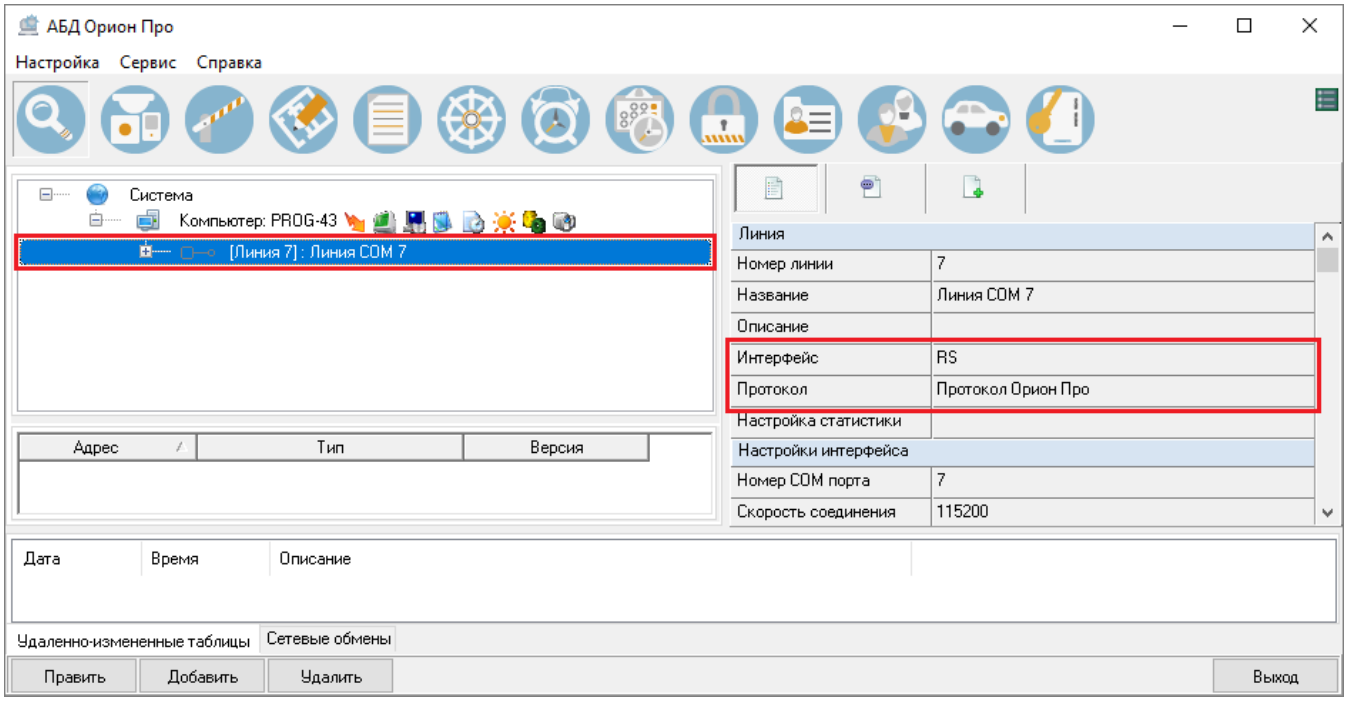
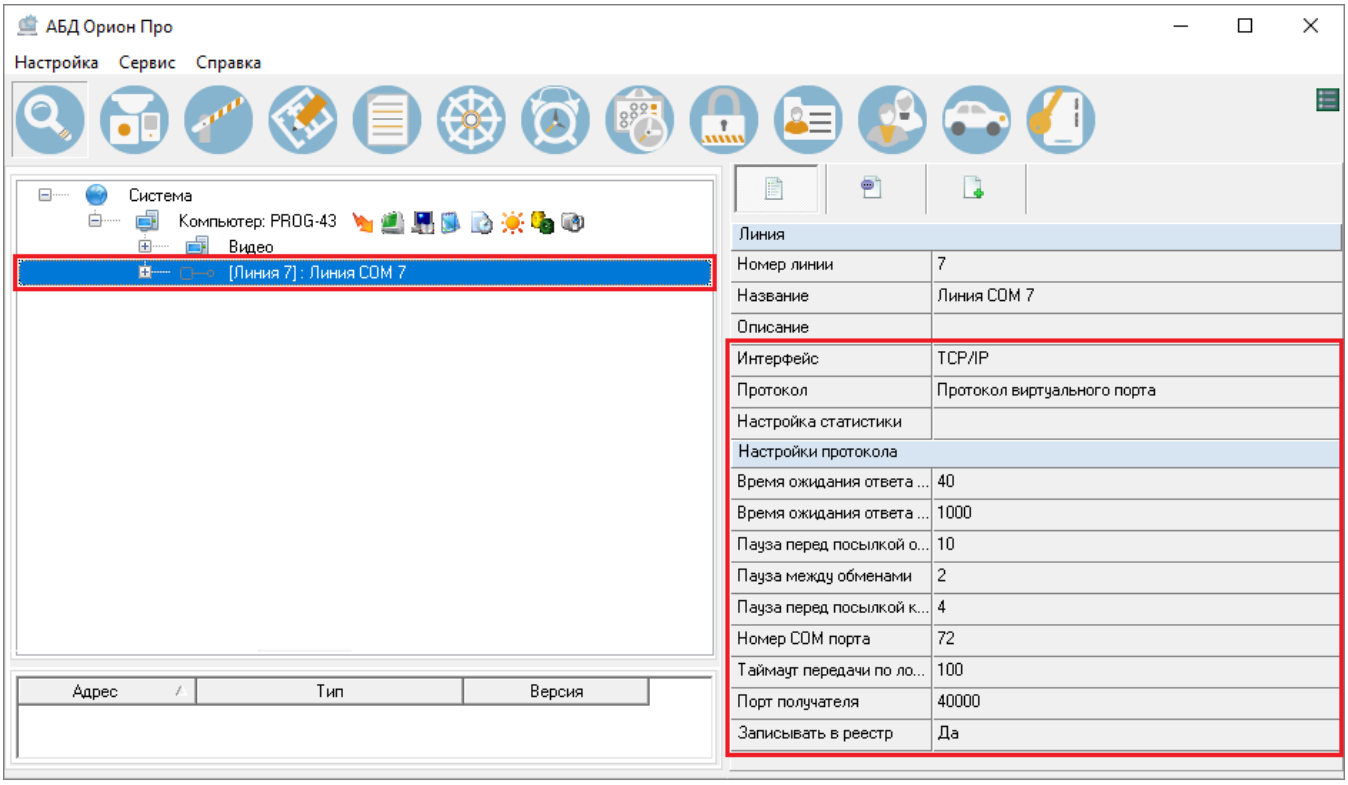
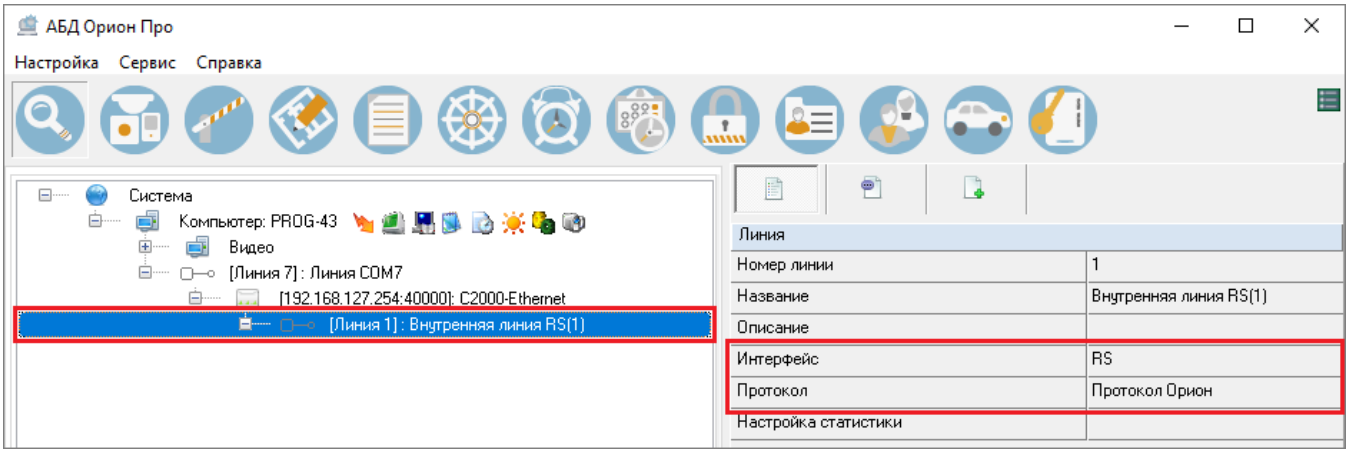

Рисунок 6-74 Виртуальный COM-порт в АБД с поддержкой линий после перехода с версии АБД без поддержки линий
Рисунок 6-82 Измененные настройки линии после ее преобразования мастером изменения протокола
Рисунок 6-84 Настройки внутренней линии прибора С2000-Ethernet
Частным случаем необходимости преобразования линии с интерфейсом RS и протоколом «Орион» или «Орион Про» является переход с версии АБД без поддержки линий (до версии 1.20.3.5) на версию с поддержкой линий, т.к. конфигурации с настройкой подключения через виртуальный порт переносятся в АБД как прямое соединение по интерфейсу RS (см. Рисунок 6-74).
- В настройках глобальных свойств линии, для которой ранее был задан интерфейс RS и протокол «Орион» или «Орион Про» (см. Рисунок 6-74), интерфейс и протокол изменятся на «TCP/IP» и «Протокол виртуального порта» соответственно (см. Рисунок 6-82);
- В настройках протокола для линии появятся настройки, соответствующие протоколу виртуального порта (см. Рисунок 6-82). Откорректируйте эти настройки при необходимости (см. п. 6.3.1.2.4.2.2.2);
- Для прибора С2000-Ethernet появится внутренняя линия (см. Рисунок 6-84) с интерфейсом RS и протоколом, соответствующим тому протоколу («Орион» или «Орион Про»), который был у преобразовываемой линии (см. Рисунок 6-74);